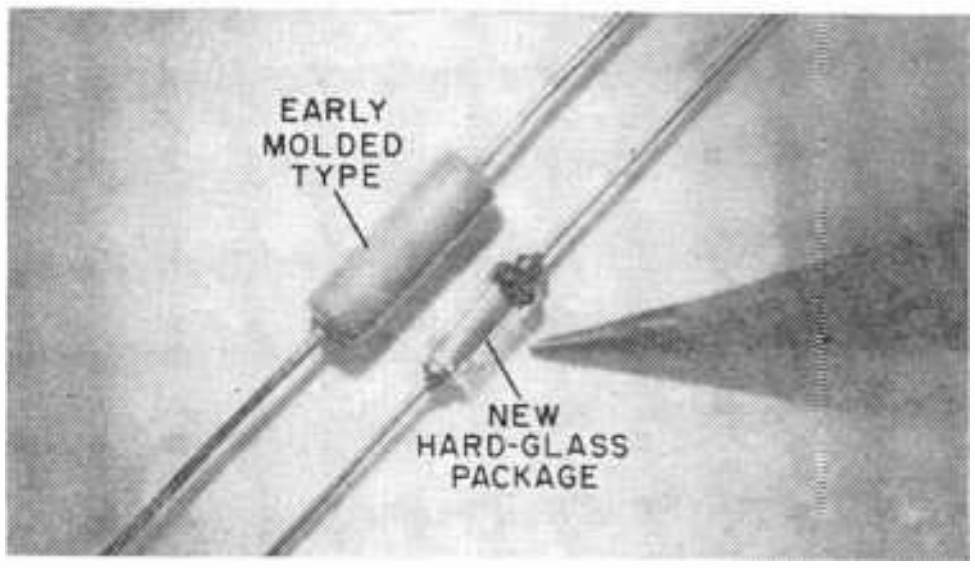

Fig. 3. The new positive-temperature-coefficient thermistor by Texas Instruments is only one-third the size of the earlier molded type, as shown here.
**New Developments.** A solid-state, positive-temperature-coefficient thermistor in a new hermetically sealed, hard-glass package is now being produced by Texas Instruments, Inc. (13500 N. Central Expressway, Dallas, Texas). The new unit (Fig. 3) is only one-third the volume of the earlier molded type shown. Dubbed a *Sensitor*, and identified as type TG1/8, the ⅛-watt silicon unit is ideal for temperature-sensing applications and for temperature compensation in transistor bias control and amplifier circuits. The TG1/8 features a linear resistance curve with temperatures between −55° and +125° C, and is available in 32 ohmic values, ranging from 10 to 2700 ohms.